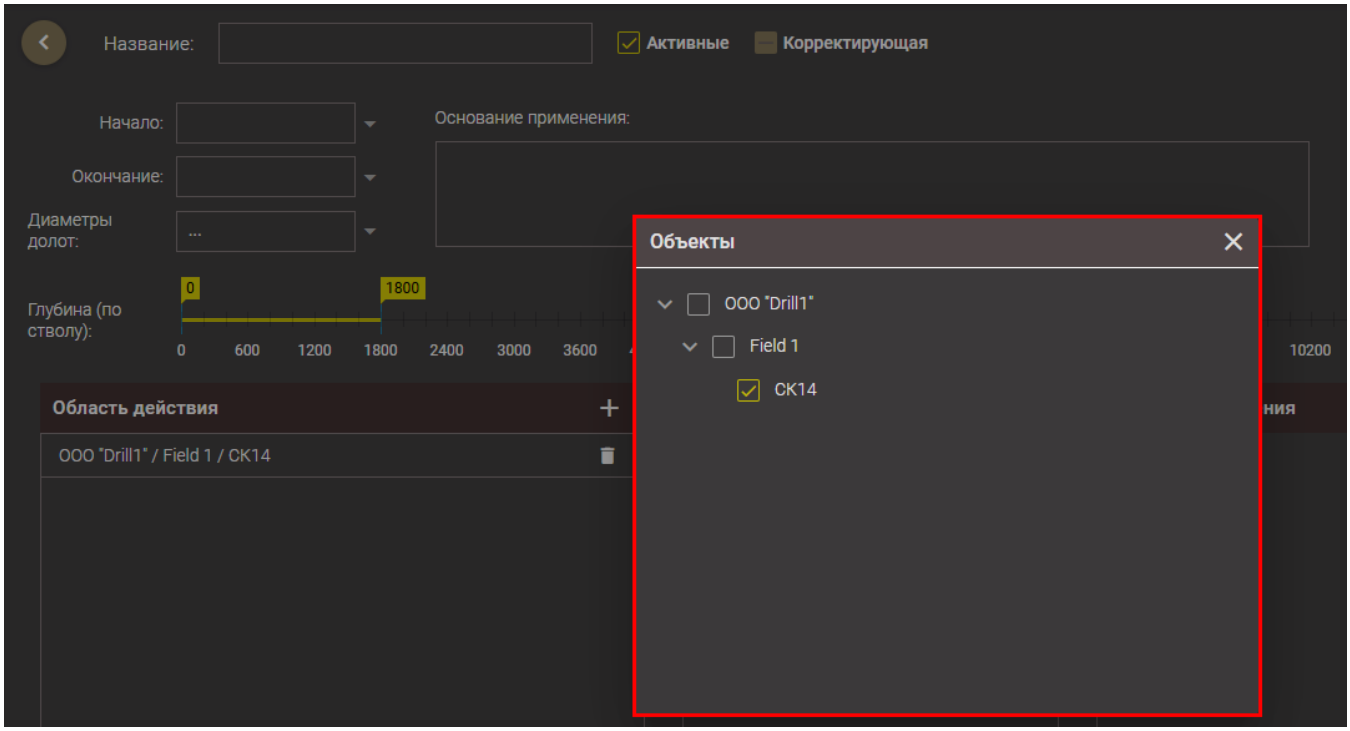

Рис. 2.12
- В таблицу *Область действия* добавляются объекты, к которым будет применена карта. По нажатию на кнопку открывается окно ОБЪЕКТЫ (рис. 2.12), в котором выбирается объект (возможен множественный выбор) и нажимается кнопка . Для удаления объекта в таблице необходимо нажать кнопку напротив него.